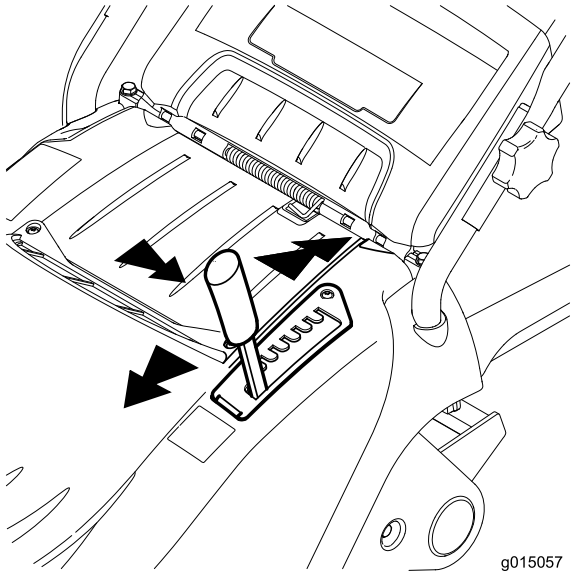

Рисунок 13
2. Выведите рычаг высоты скашивания из фиксирующего паза, в котором он находится, и передвиньте его вперед или назад в требуемый паз (Рисунок 13).